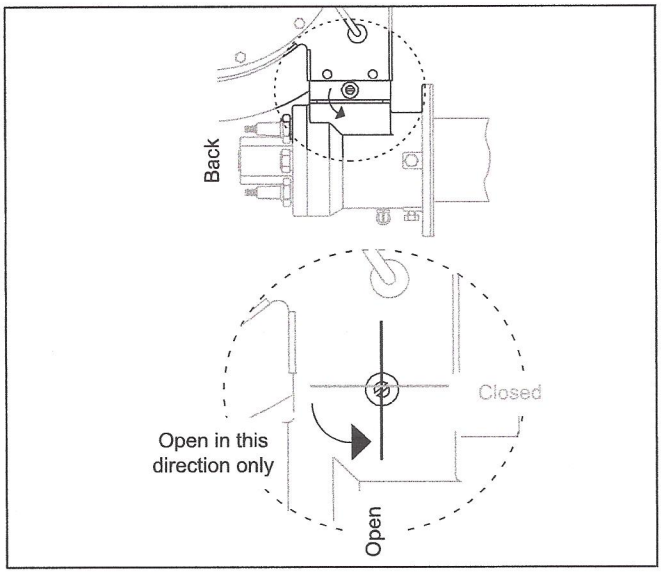

**Figure 4.1 Air Butterfly Valve**
8. Verify that the actuator opens the air BV towards the back of the burner as shown in Figure 4.1. If it doesn't, refer to the actuator's literature for instructions on how to reverse the direction.